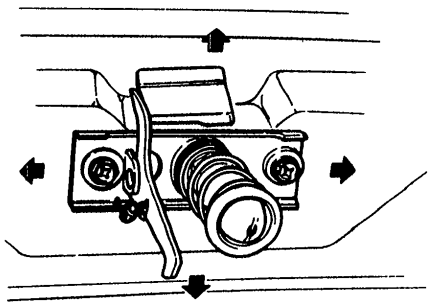

Fig. BF-22 Adjusting hood lock male part
5. Move hood lock male part until it is aligned with hood lock female part. See Figure BF-22.